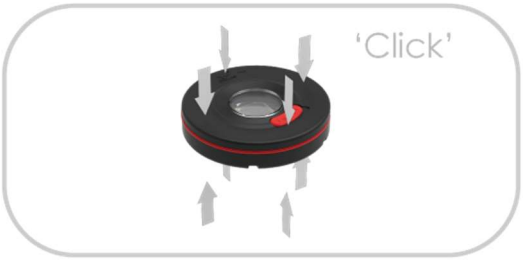

Figure 12. Dr. PCR Cartridge Lock direction
10) Hold the cartridge with both hands and lock it in place by pressing the top and bottom cases in various directions as shown in Figure 12.